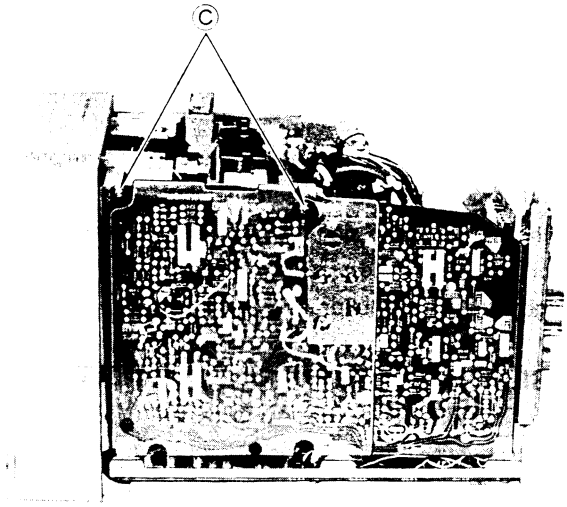

Fig. 3
1. Remove 2 screws Ⓒ as shown in fig. 3.
1. 2 Schrauben Ⓒ entfernen, wie in Abb. 3.